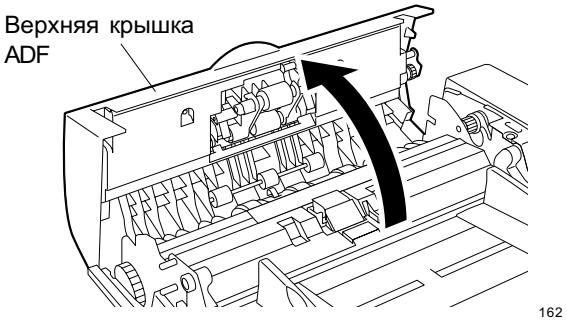

Fig. 6-3
2. Снимите узел подачи. (смотри с Fig. 6-3 по 6-5)
1. Снимите узел подачи документа. (смотри с Fig. 6-3 по 6-5)
1. Откройте верхнюю крышку ADF. (см. Fig. 6-3)
1. Откройте верхнюю крышку ADF (см. Fig. 6-3)
1. Снимите узел подачи в сборе. (смотри с Fig. 6-3 по 6-5)